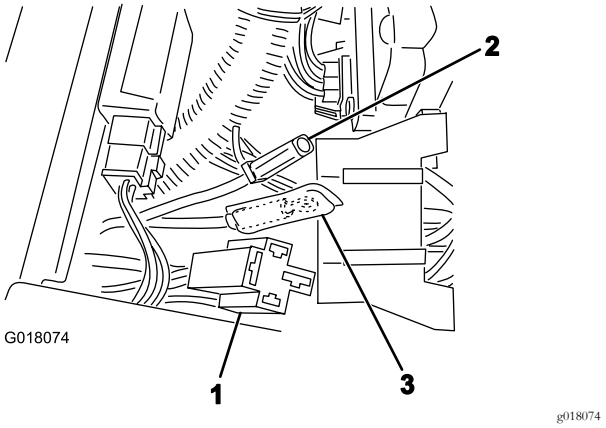

Bild 12
1. Stecken Sie den Relaisstecker für das Zubehör vom Kabelbaum der Zugmaschine in das Aggregat (Bild 12).
2. Schließen Sie das große rote Kabel (Bild 12) vom Hilfssicherungsblock am entsprechenden Anschluss am Kabelbaum der Zugmaschine an.
5. Schließen Sie die schwarzen Kabel vom Kabelbaum der Zugmaschine und dem Kabelbaum des Kits am Erdungsblock an (Bild 12 und Bild 13).